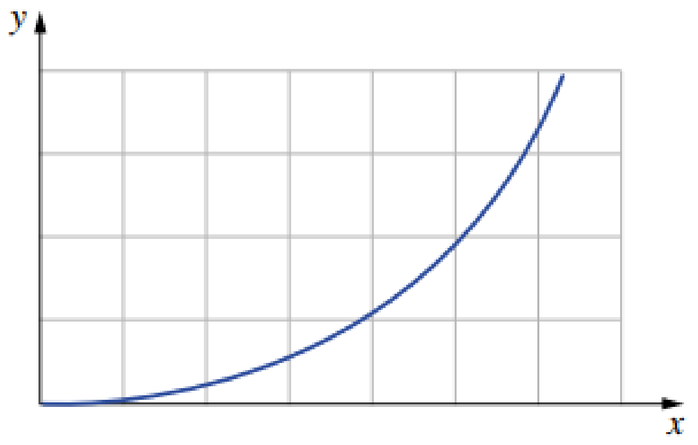

FIGURE 20.5.3 Variables that change in response to each other in a non-linear way
- Variables that change exponentially in proportion to each other produce a curved trend line (Figure 20.5.3).